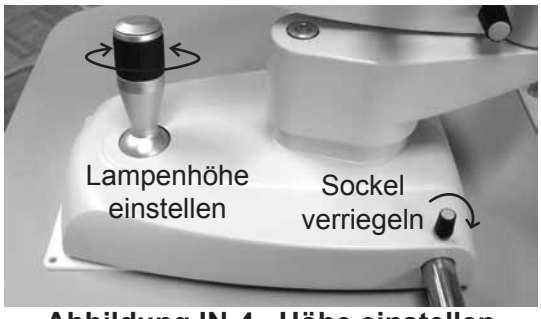

Abbildung IN-4 Höhe einstellen
7. Die Anhebung des Mikroskops erfolgt durch Drehen des Joysticks und Beobachtung des Spaltbildes durch die Mikroskopanordnung, bis der Spalt zentriert auf der Hornhaut des Patienten liegt. Siehe Abbildung IN-4.
10. Die horizontale Bewegung des Sockels kann durch Anziehen der Verriegelungsschraube verhindert werden. Siehe Abbildung IN-4.